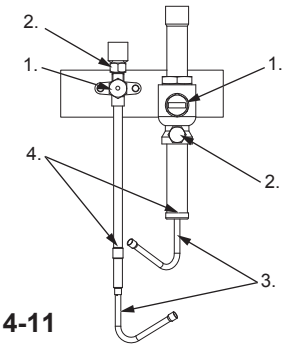

Fig. 4-11
4.5. Instalación de los tubos del refrigerante (tubo principal) (Fig. 4-11)